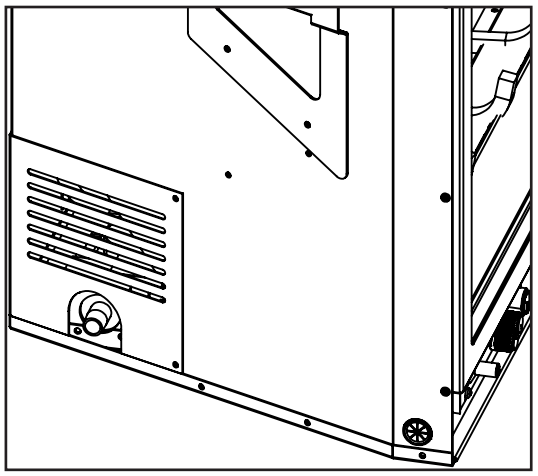

Figure 31: Gas Connection Location.
• A ⅜" 45° flared fitting and flex connector are supplied with the unit (see Figures 31 and 32). Consult the local authorities for local codes or use the CAN/CGA B149 (1 or 2) installation code in Canada. In the US, gas installations follow either local codes or the current edition of the National Fuel Gas Code ANSI Z223.1.